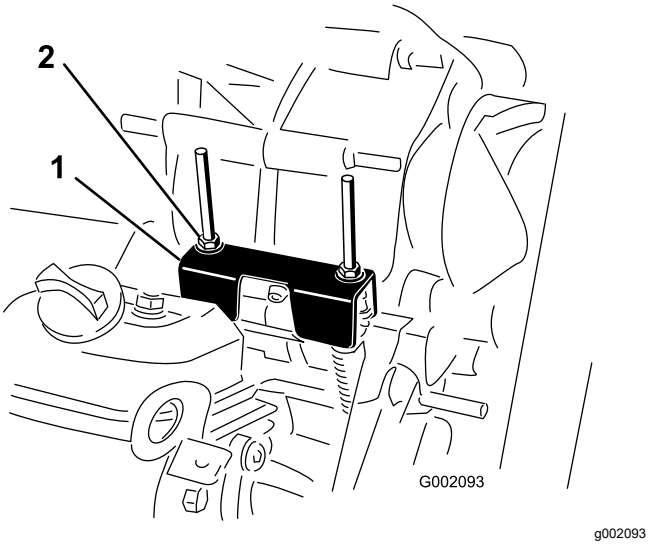

Figur 61
Vid rutinunderhåll och/eller motordiagnostik måste växeln läggas i NEUTRALLÄGET (Figur 61). Maskinens växelväljare har ett NEUTRALLÄGE som styr neutralläget i växellådan. Följande åtgärder bör vidtas för att försäkra att neutrallägesspaken driver växellådans neutralläge korrekt:
2. Kontrollera att neutrallägesfästet är i NEUTRALLÄGET (i höjd med kabelfästet som sitter under växelfästet) genom att vrida på drivkopplingen (Figur 61).
3. Vrid en av låsmuttrarna (Figur 61) för att få ett avstånd på 0,762 till 1,524 mm mellan nederkanten av muttern/brickan och neutrallägets fäste.